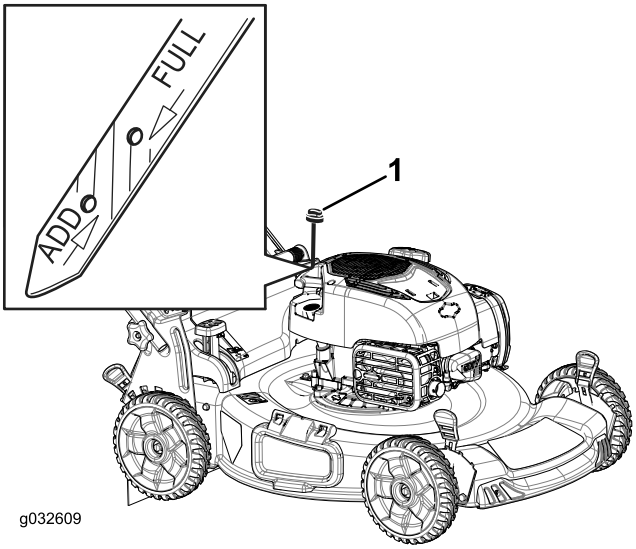

Figur 31
2. Ta ut oljestickan (Figur 31).
4. Fyll **långsamt** på olja i påfyllningsröret tills nivån når markeringen **Full** på oljestickan (Figur 31). **Fyll inte på för mycket.**